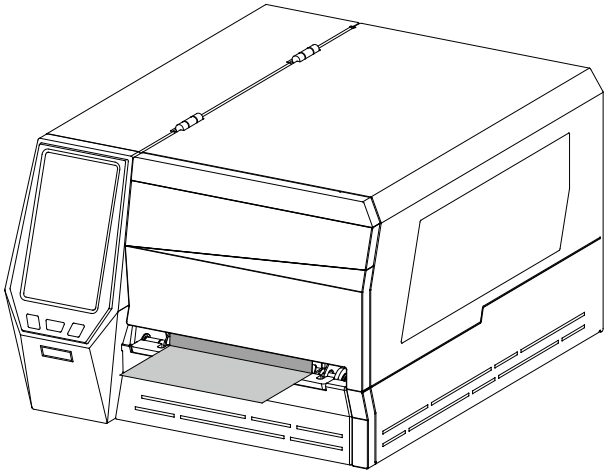

Figure 2-22 Close the Flip-up Cover
10. Close the flip-up cover. Enter the LCD touch-screen settings menu and set the printed label handling mode to Tear-off Mode (please refer to 3.2.1.7 Printed label handling). As shown in Figure 2-22.